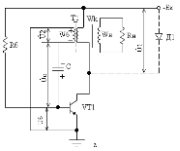

Рис. 1.25
25. По какой цепи происходит заряд конденсатора С (рис.1.25)? Начертить временную диаграмму $U_{вых}(t)$.